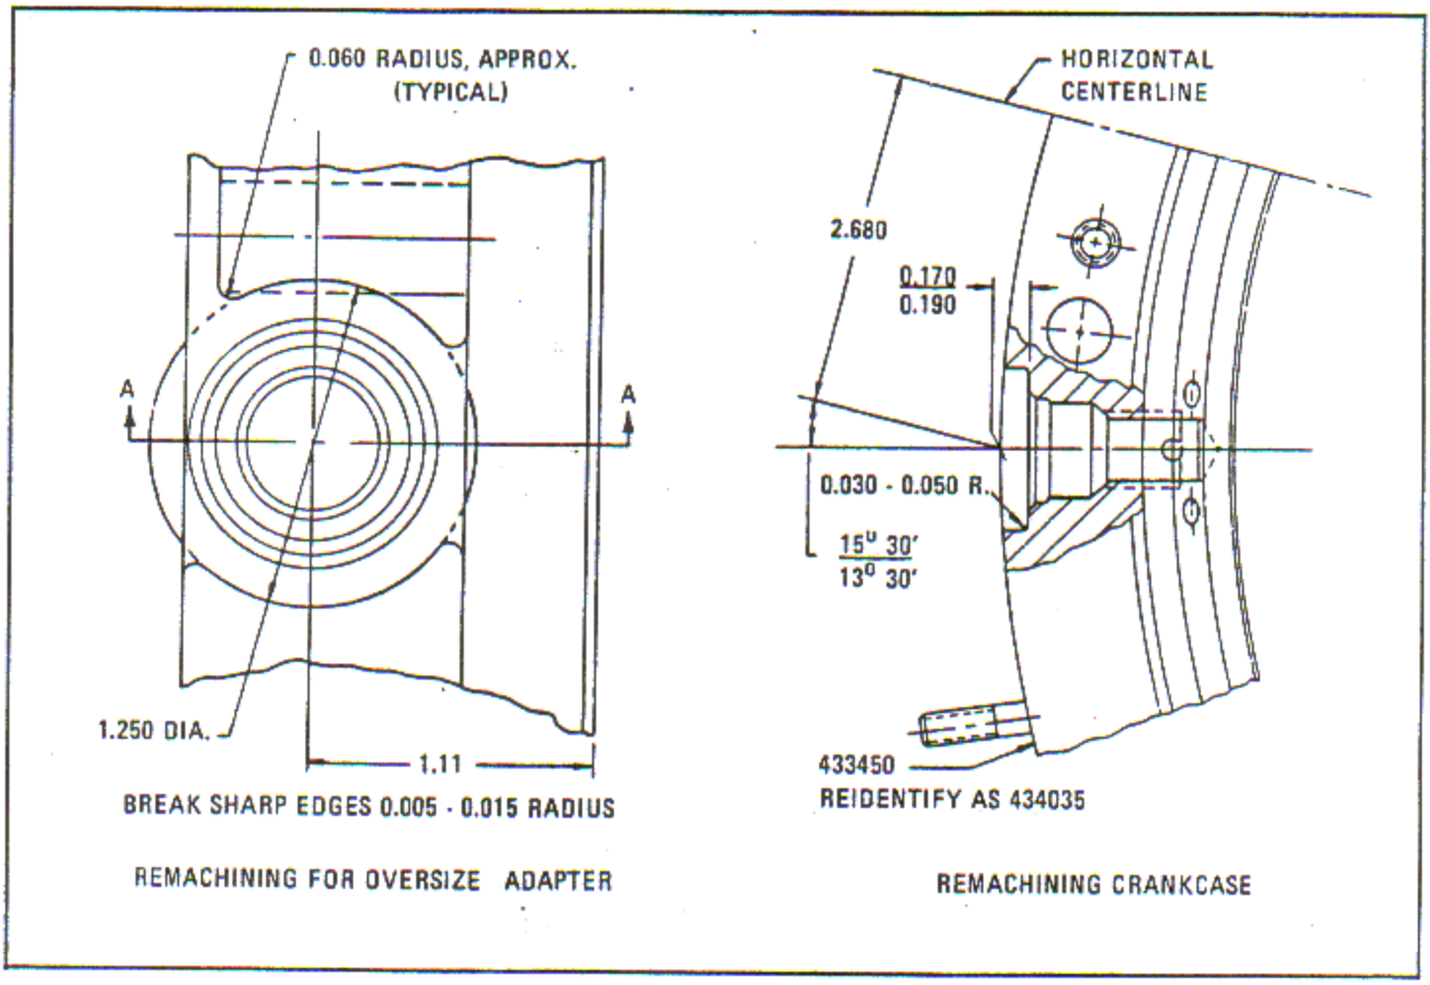

Figure 6-41. Remachining Crankcase
c. Using standard machine shop practices, remachine the crankcase at the external hydro oil supply tube connector hole. See figure 6-41 and 6-42.